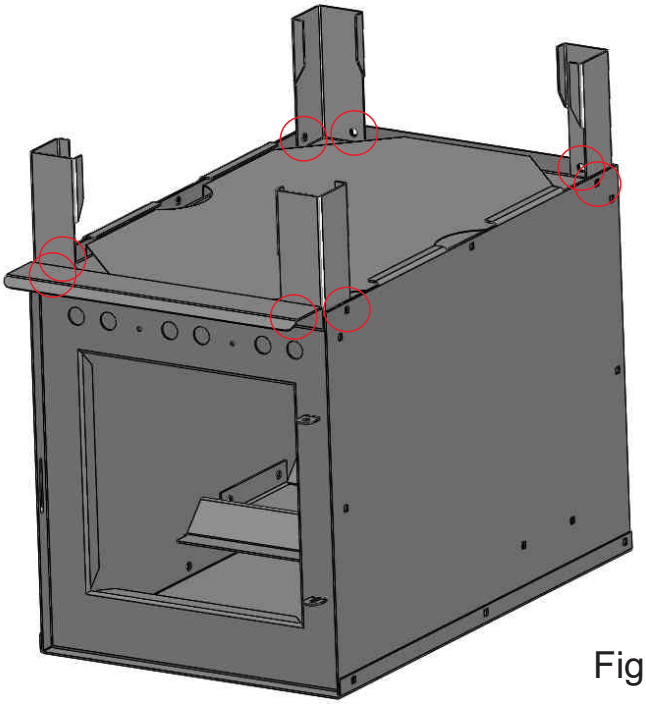

Fig. 7
7. Position 4 legs as shown and bolt in place. Tighten all bottom bolts. Fig. 7.
Installez les 4 pieds comme indiqué avec leurs boulons. Resserrez tous les boulons du bas. Fig. 7.